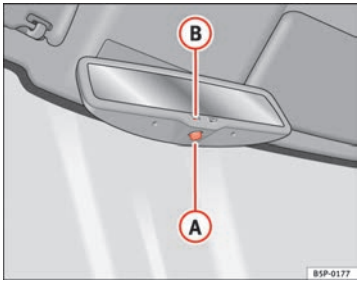

Fig. 67 Automatic anti-dazzle interior mirror.
– Press button (A) ⇒ fig. 67. Indicator lamp (B) goes off.
– Press button (A) ⇒ fig. 67. Warning lamp is lit.